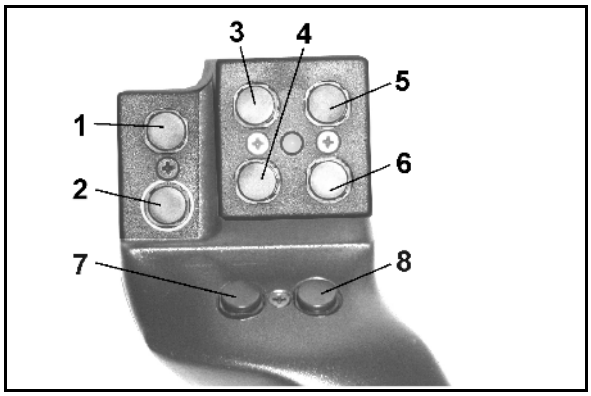
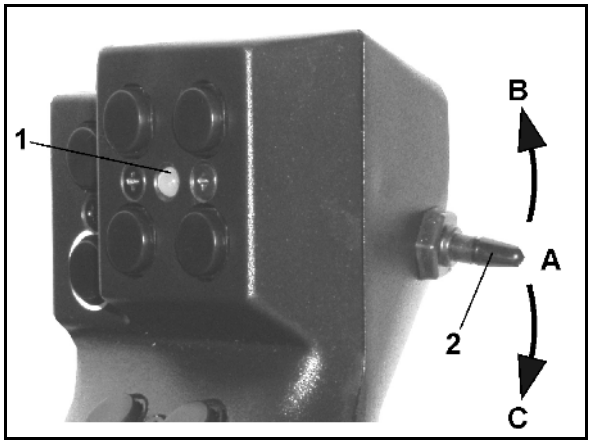

**Fig. 80**
**Fig. 81**
Til betjening af AMATRON 3 har multifunktionsgrebet (Fig. 80) 8 taster (1 - 8) til rådighed. Desuden kan man ved hjælp af kontakten (Fig. 81/2) ændre tasternes funktion tre gange.
- midterposition (Fig. 81/A) og kan trykkes
- opad (Fig. 81/B) eller
- nedad (Fig. 81/C).
Kontaktens position vises med en LED-lampe (Fig. 81/1).